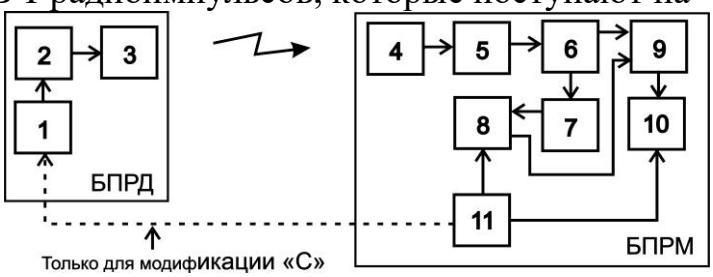

Рис. 6.2
6.2.1 Управляемый генератор 1 (см. рис. 6.2) вырабатывает импульсную последовательность определенной скважности. Под действием импульсов с генератора 1, модулятор 2 формирует последовательность СВЧ-радиоимпульсов, которые поступают на передающую антенну 3. Передающая антенна 3 излучает СВЧ-радио-импульсы в направлении приемной антенны 4. Образовавшееся между передаю щей 3 и приемной 4 антеннами электромагнитное поле является источником полезных сигналов для обнаружения объектов, пересе-